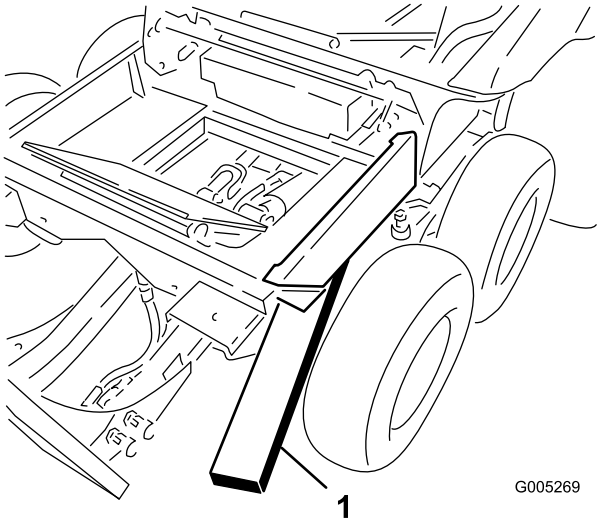

**Rysunek 42**
1. Podkładka z nakrętką na kołku gwintowanym osi obrotu wózka (2)
3. Podłóż klocek drewniany między ogranicznik przedniego wózka a ramę, aby odchylić ramę zimową do tyłu (Rysunek 42).